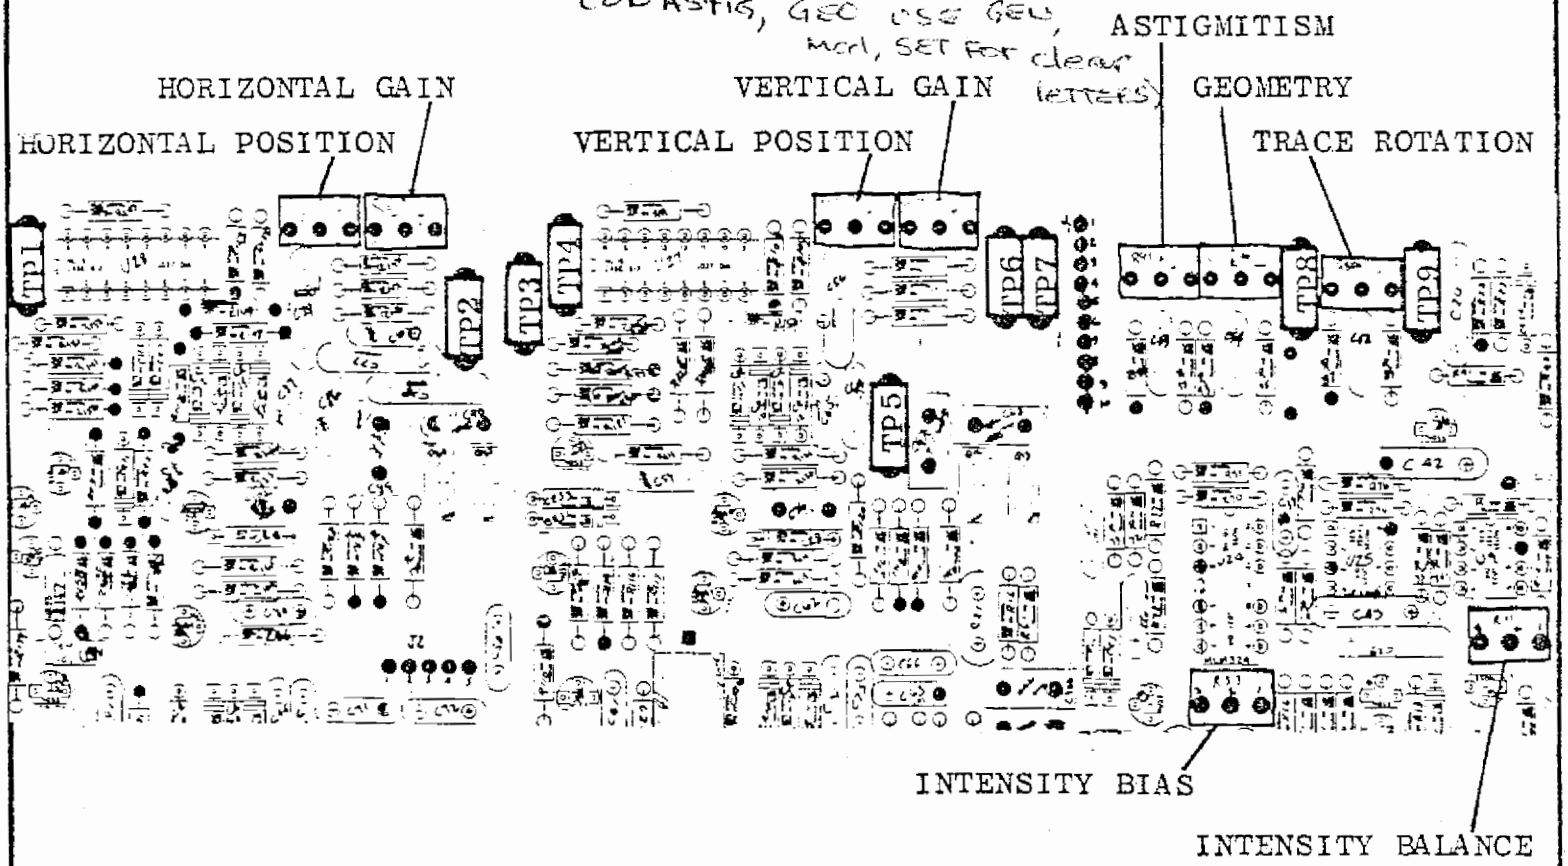

FIGURE 5.1 SCOPE AMPLIFIER ALIGNMENT POINTS
5.1.2 While using the Focus Control to maintain a focused display at the center of the CRT, adjust the Astigmatism and Geometry potentiometers (See Figure 5.1) for the best focus at the outer edges of the CRT while minimizing the pincushion and barrel distortion of the display. The two adjustments are interactive so that repeated small adjustments alternated between the two potentiometers will be required to obtain the best display. NOTE: USE A SINE WAVE ON CRT - MUCH EASIER TO SEE (LOW ASTIG, GEO USE GEN, MON, SET FOR clear letters)
5.2.2 Adjust the Intensity Bias potentiometer (See Figure 5.1) until a dot appears on the screen. (The Vertical and Horizontal Position Control on the front panel may have to be used to bring the dot on to the screen.) Then back off the Intensity Bias potentiometer until the dot just disappears.
5.3.2 Adjust the Intensity Balance potentiometer (See Figure 5.1) for uniform intensity of the horizontal trace from left to right. The Balance potentiometer affects the intensity on the left side of the trace.
5.4.2 With the Test Point Shorting Jumper connect TP1 of the Scope Amplifier Board (See Figure 5.1) to chassis ground.
5.4.3 Adjust the Horizontal Position Potentiometer (See Figure 5.1) so that the vertical trace on the CRT screen passes through the graticule center point.
5.5.2 With the Test Point Shorting Jumper connect TP4 of the Scope Amplifier Board (See Figure 5.1) to chassis ground.
5.5.3 Adjust the Vertical Position Potentiometer (See Figure 5.1) so that the horizontal trace on the CRT screen passes through the graticule center point.
5.7.3 Connect an oscilliscope with a calibrated vertical input to TP1 on the Scope Amplifier Board. (See Figure 5.1)
5.7.5 With 3V p-p at TP1 adjust the Horizontal Gain Potentiometer (See Figure 5.1) for a horizontal trace 6 cm long on the CRT. (Use the front panel controls to position the trace at a convenient place near the center of the CRT).
5.8.4 Connect an oscilliscope with a calibrated vertical input to TP4 on the Scope Amplifier Board. (See Figure 5.1)
5.8.6 With 3V p-p at TP4 adjust the Vertical Gain Potentiometer (See Figure 5.1) for a 6 cm p-p sinewave on the CRT. (use the front panel Position Controls to center the waveform on the CRT).